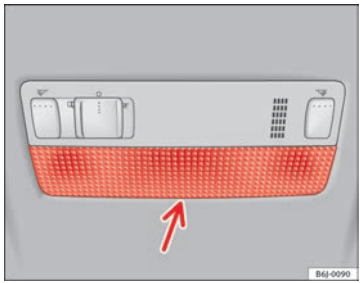

Fig. 155 Front reading light
– Insert a fine screwdriver between the casing and the glass ⇒ fig. 155.